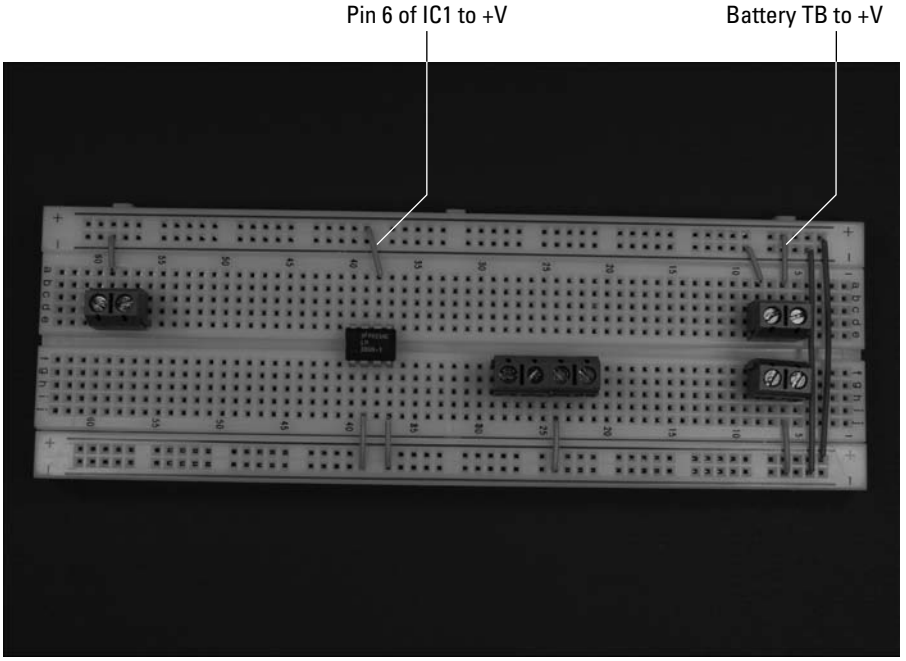

Figure 6-7: Connect components to the +V bus.
3. **Insert wires to connect the IC and the terminal blocks to +V, and a wire between the two +V buses to connect them, as shown in Figure 6-7.**